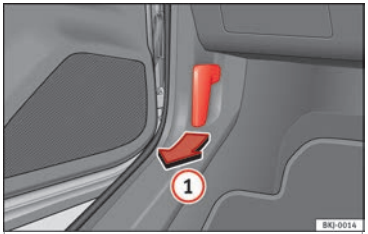

Rys. 9 Pociągnąć za dźwignię pod deską rozdzielczą.
- Otworzyć drzwi i pociągnąć za dźwignię pod deską rozdzielczą ››› **rys. 9** (1).